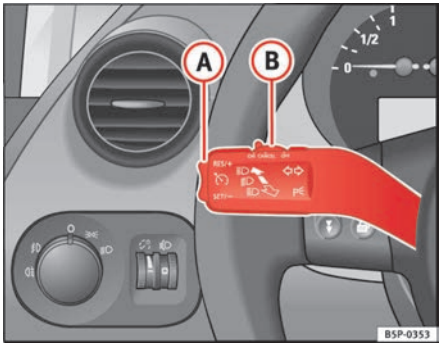

Fig. 147 Turn signal and main beam headlight lever switch and rocker switch for the cruise control
– Push the switch ⇒ fig. 147 (B) to the left to **ON**.